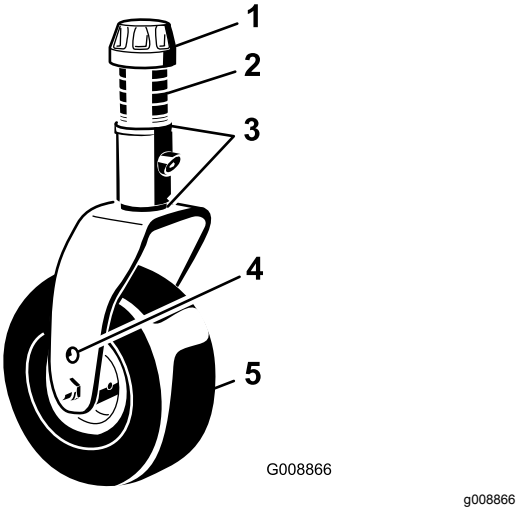

Figur 22
5. Fjern strammehætten fra spindelakslen, og lad spindlen glide ud af styrehjulsarmen (Figur 22).